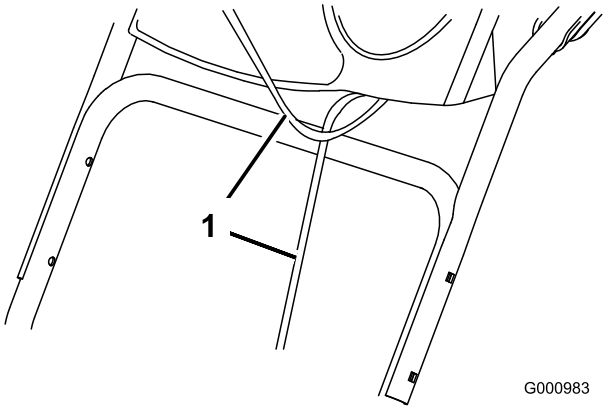

Рисунок 3
1. Поднимите и поверните верхнюю рукоятку, поставив ее над нижней рукояткой (Рисунок 3).